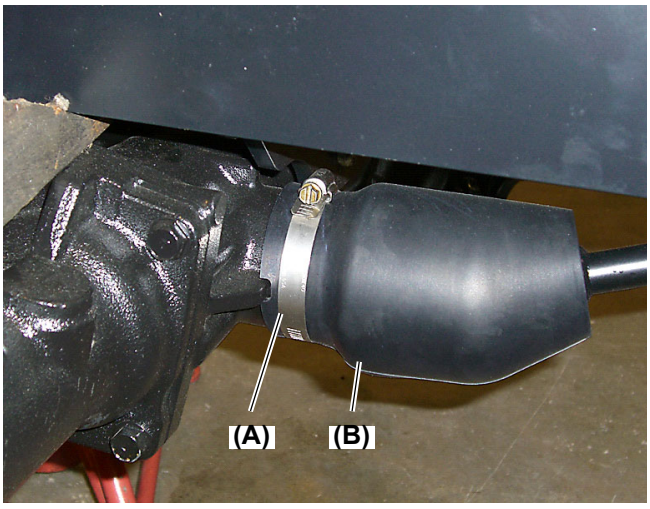

Fig.9
9. Loosen the clamp (Fig. 9, (A)).
10. Remove the shaft cover (Fig. 9, (B)).